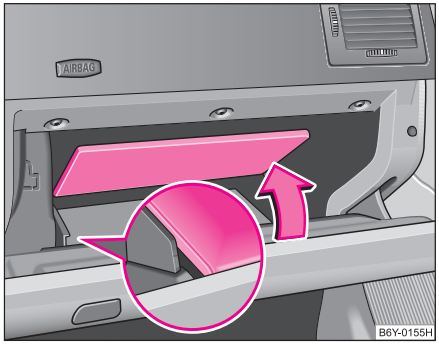

Fig. 74 Torpedoul: perete despărțitor basculant
În interiorul compartimentului, sub peretele basculant* se mai găseşte un compartiment ⇒ fig. 74.
– Cuprindeți peretele despărțitor de margine, resp. de fantă şi rabatați-l în sensul săgeții ⇒ pagina 87, fig. 74.